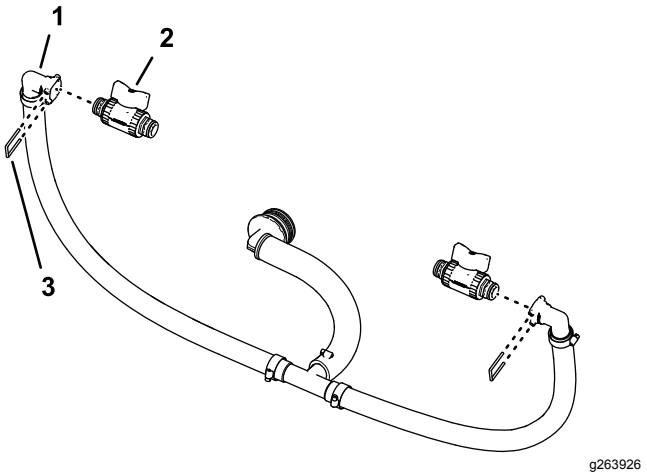

Rysunek 93
1. Postępując zgodnie z Rysunek 93 zdejmij zapinkę ze złącza szybkozłącznego 90° zamontowanego w kroku Montaż węży obejściowych (Strona 45).
2. Zamontuj zawór odcinający do gniazda szybkozłącza (Rysunek 93).
4. Zamontuj zawór odcinający i zapinkę zdemontowane w kroku 1 procedury Wyjmowanie węża obejściowego sekcji (Strona 32) do drugiego gniazda złącza szybkorozłącznego (Rysunek 93).